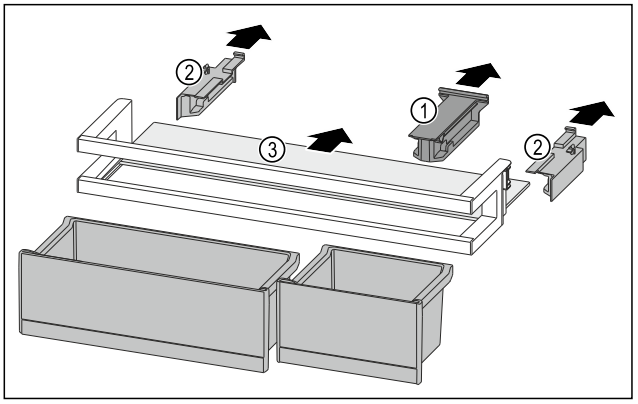

*Fig. 91*
- ▶ Pull off the holding part *Fig. 91 (1)*.
- ▶ Pull off the side parts *Fig. 91 (2)*.
- ▶ Remove the shelf *Fig. 91 (3)*.